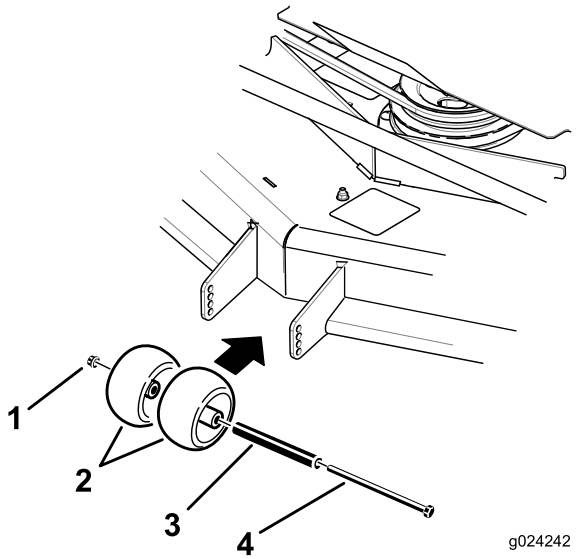
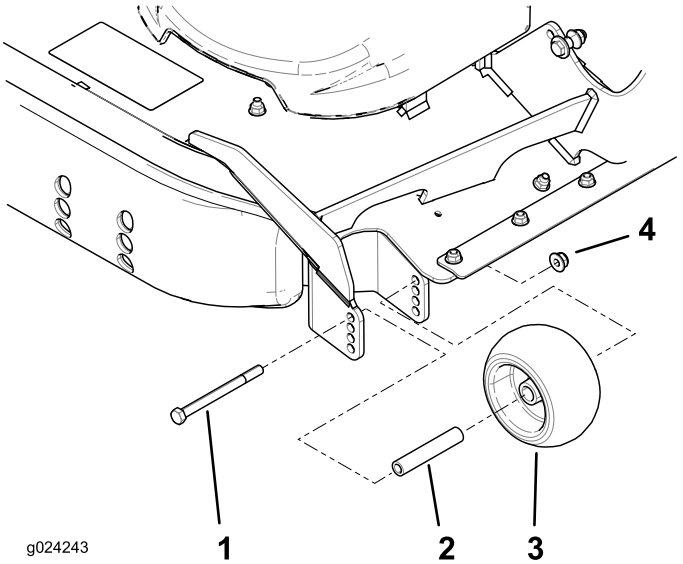

Figur 28
Figur 29
3. Justera antiskalvalsarna på det sätt som visas i Figur 28 och Figur 29 så att de motsvarar närmaste klipphöjd.